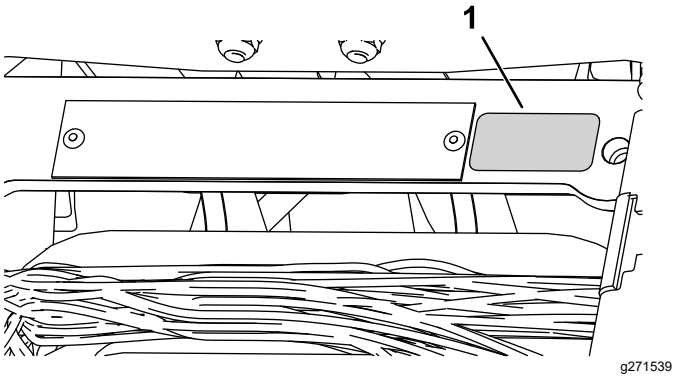

**Figuur 10**
- Breng de sticker met het productiejaar aan bij het plaatje met serienummer (Figuur 10).